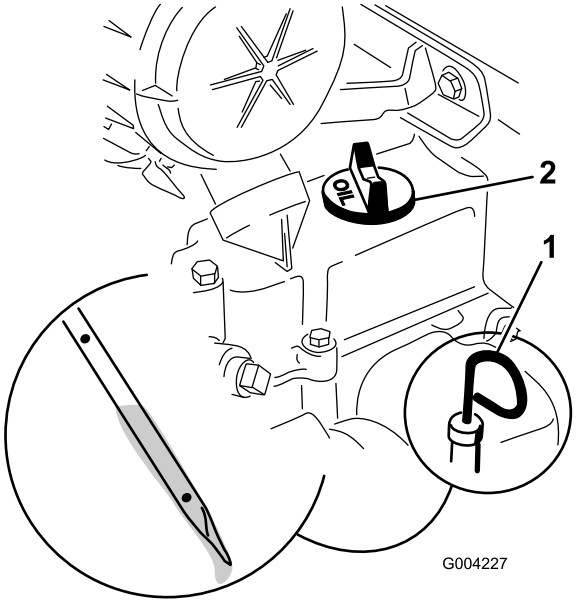

Figur 15
3. Om oljenivån är låg tar du bort påfyllningslocket (Figur 15) och fyller på tillräckligt med olja så att nivån når upp till markeringen ”Full” på oljestickan.